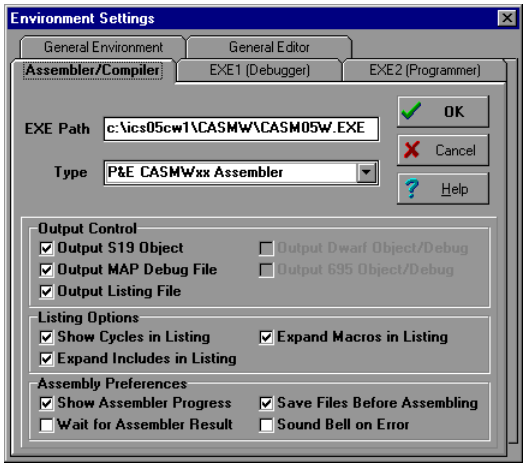

Figure 1-2. WinIDE *Environment Settings* Dialog *Assembler/Compiler* Tab
– Click on the *Assembler/Compiler* tab label to bring the tab (Figure 1-2) to the front. Set the executable path and filename, type, and other options for the CASM05W assembler or other application.